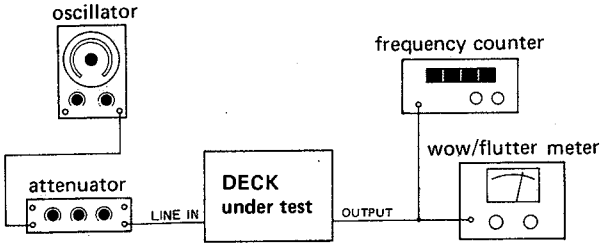

Fig. 4-10 Connection for tape speed, wow and flutter
1. Connect a frequency counter to the deck as shown in Fig. 4-10.
1. Connect a wow and flutter meter to the deck as shown in Fig. 4-10.
1. Fig.4-10のように周波数カウンタをデッキに接続する。
1. Fig.4-10のようにワウ・フラッタ・メータをデッキに接続する。